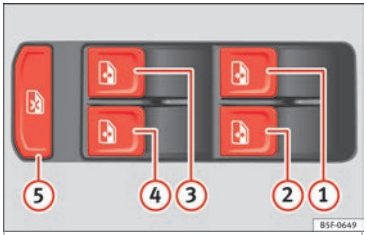

Fig. 130 Detail of the driver door: controls for the windows.
Press the safety button ››› Fig. 130 (5) to deactivate the controls on the rear doors. Pressing the safety button (5) again will reactivate the controls on the rear doors.